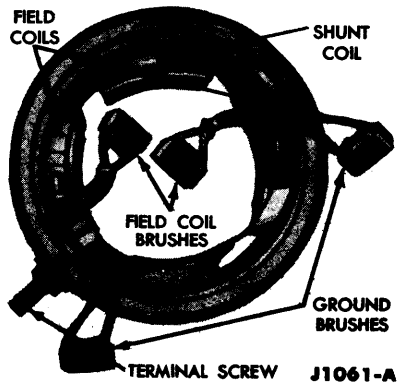

FIG. 14—Field Coil Assembly
2. Position the series field coils with the leads in the terminal screw slot, and the shunt coil as shown in Fig. 14.
5. Position the shunt coil ground lug under the ground brush terminal farthest from the starter terminal (Fig. 14). The other shunt coil lead is soldered to the series field coil lead farthest from the starter terminal.